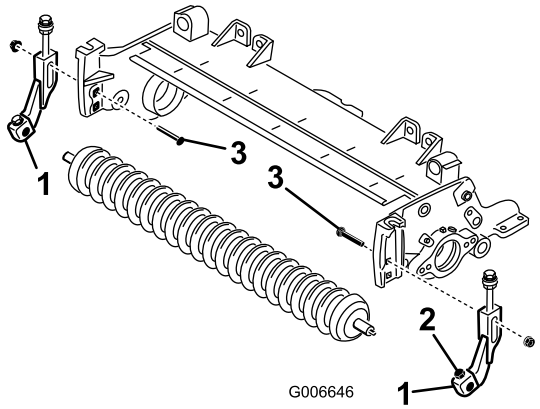

Figur 6
8. Montera de nya högra och vänstra klipphöjdsfästena löst på den befintliga främre rullen med nya 5/16 x 1 1/8 tums huvudskruvar och 5/16 tums låsmuttrar med fläns. Placera klipphöjdsfästena så som det visas i figur Figur 6.
9. Montera klipphöjdsfästena löst i de övre fyrkantiga hålen i klippenhetens sidoplåtar med de vagnsbultar som tidigare togs bort och de två nya 3/8 tums flänsmuttrarna, så som det visas i figur Figur 6.
11. Placera rullen i mitten mellan klipphöjdsfästena och lås den på plats på fästena med huvudskruvarna och låsmuttrarna (Figur 6).